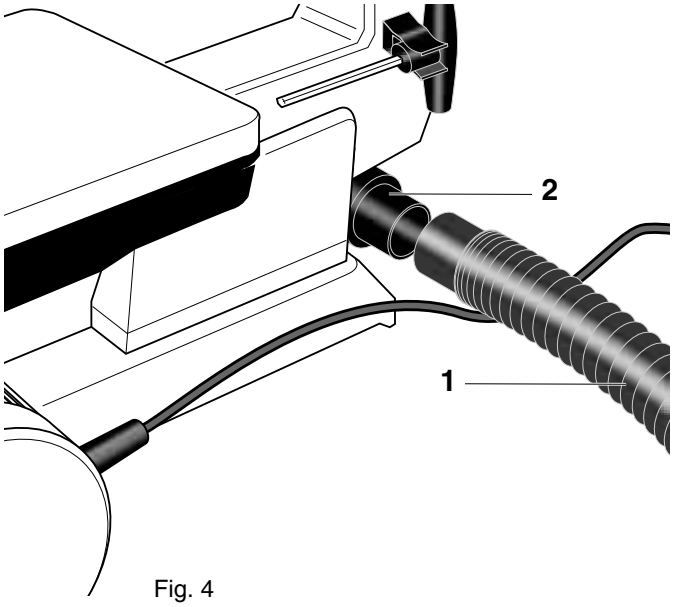

Fig. 4
Podłączenie odpylania (Rys. 4)
6.6. Staubsauger anschließen (Fig. 4) 9